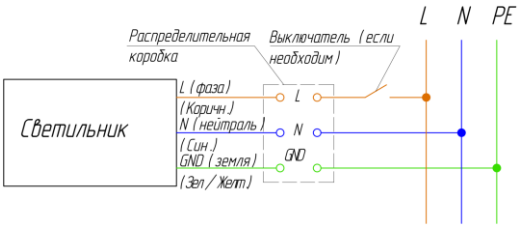
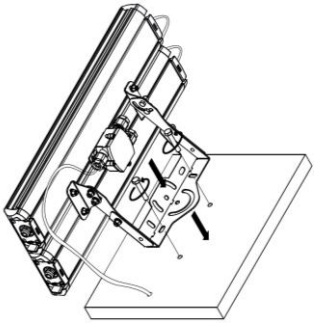

Рисунок 3. Электрическая схема подключения светильника к сети ~230В.
Рисунок 5. Установка светильника с креплением на монтажную поверхность.
5.3. Установите светильник с креплением на поверхность (см. рисунок 5). Наличие нескольких монтажных отверстий на основании крепления светильника позволяет установить его корпус в различном положении
- произведите соединение кабеля светильника с питающим кабелем в герметичной распределительной коробке или муфте или другим способом, обеспечивающим герметичное соединение со степенью пылевлагозащиты не менее IP65. При этом необходимо соблюдать полярность соединения проводов: коричневый – фазный проводник, синий – нейтральный проводник, зеленый/желтый – защитный проводник («земля») (см. рисунок 3). Установите светильник с креплением на поверхность (см. рисунок 5). Наличие нескольких монтажных отверстий на основании крепления светильника позволяет установить его корпус в различном положении.